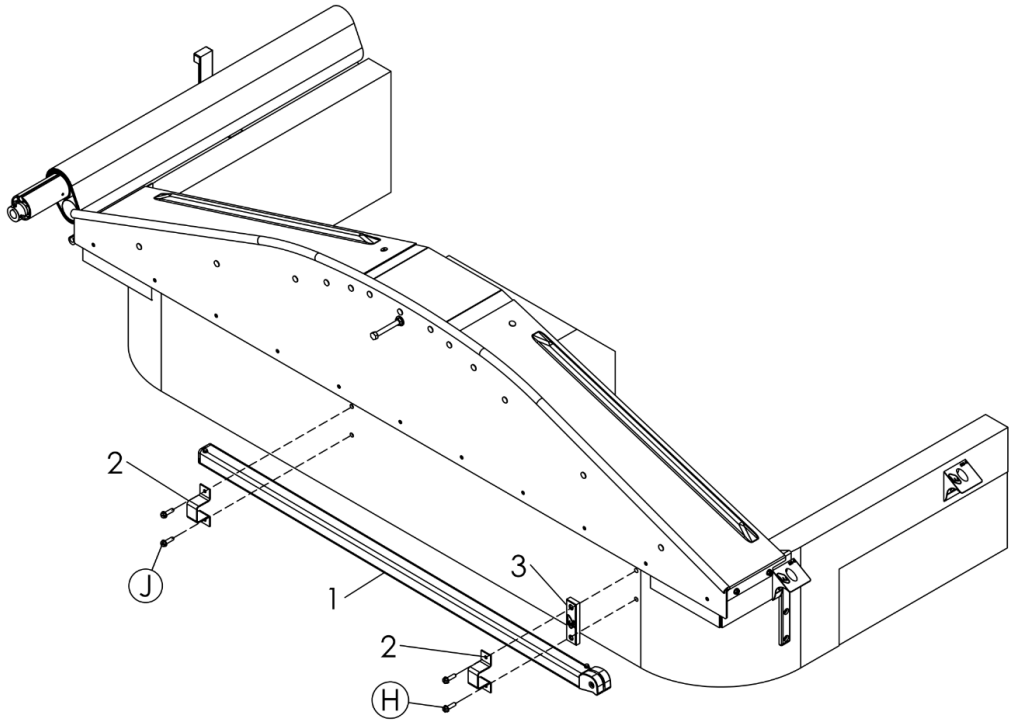

Figure 2
5. **Figure 2**. Install one support (2), the spacer (3) and the long screws (H) to the side of the tensioner head. (Hardware kit: **710R0138**)
6. Install a second support (2) and the short screws (J) to the tensioner extremity.